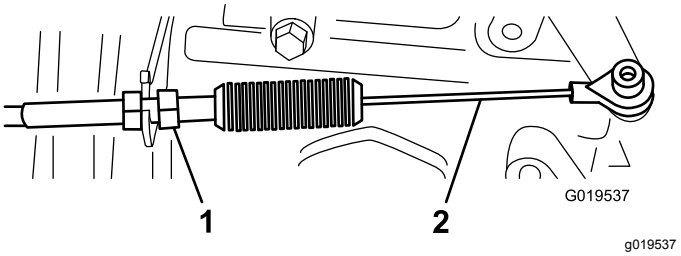
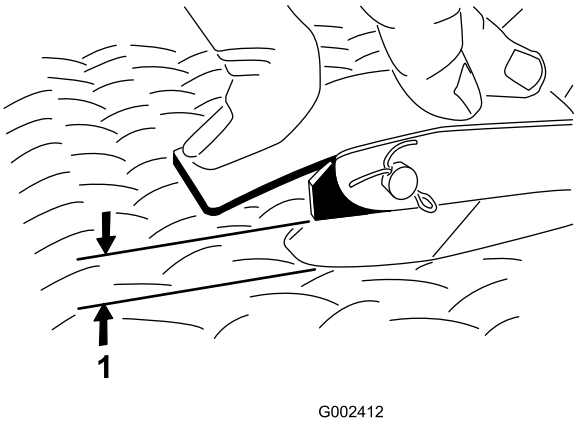

Figur 68
Figur 69
2. Juster kugleleddet på gaspedalkablet (Figur 68), så der er en afstand på 2,54–6,35 mm mellem gaspedalen og toppen af gulvpladens diamantmønster (Figur 69), når der påføres en kraft på 11,3 kg midt på pedalen.
3. Tilspænd låsemøtrikken (Figur 68).